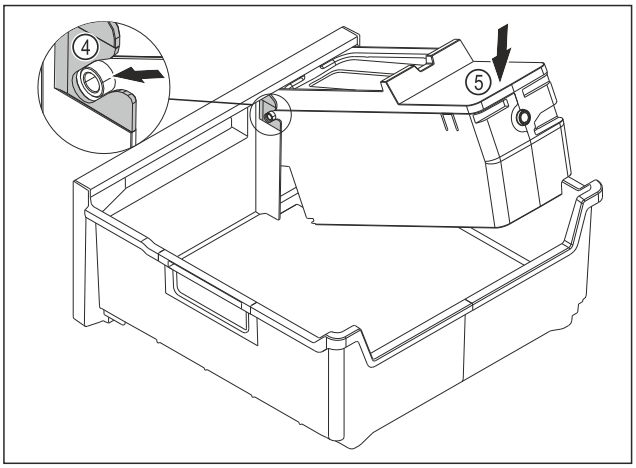

Fig. 109
▶ Смонтируйте корпус EasyTwist-Ice: Вставьте оси корпуса EasyTwist-Ice в направляющие *Fig. 109 (4)*.
▶ Вдавите корпус EasyTwist-Ice *Fig. 109 (5)* вниз.